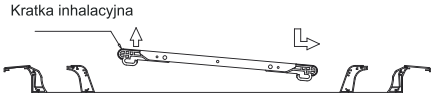

Rys. 5-9
1. Podnieś jedną stronę kratki inhalacyjnej i wciśnij drugą stronę, a następnie przesuń zgodnie z kierunkiem strzałki pokazanej na rys. 5-9.